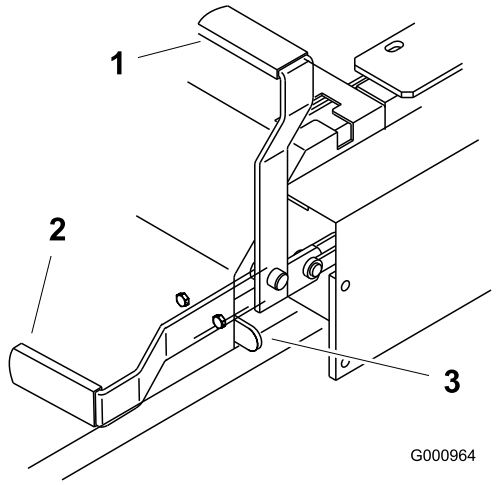

Figur 12
2. För parkeringsbromsspaken bakåt och uppåt för att dra åt parkeringsbromsen (Figur 12). Parkeringsbromsspaken bör ligga stadigt i det inkopplade läget.
Tryck parkeringsbromsspaken framåt och nedåt för att frigöra parkeringsbromsen (Figur 12). Parkeringsbromsen är urkopplad och spaken vilar mot bromsstoppet.